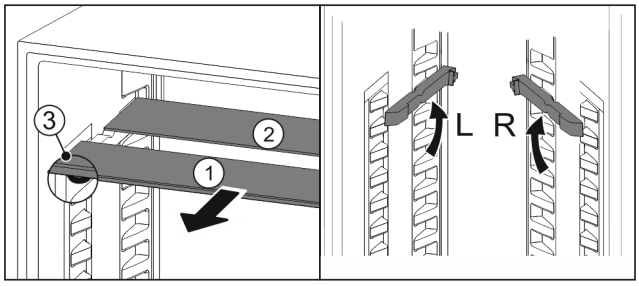

Fig. 90
▶ Glasplatten einzeln nach vorne herausziehen *Fig. 90 (1)*.
▷ Glasplatte *Fig. 90 (1)* mit Zierleiste liegt vorne.
▷ Stopps *Fig. 90 (3)* zeigen nach unten.